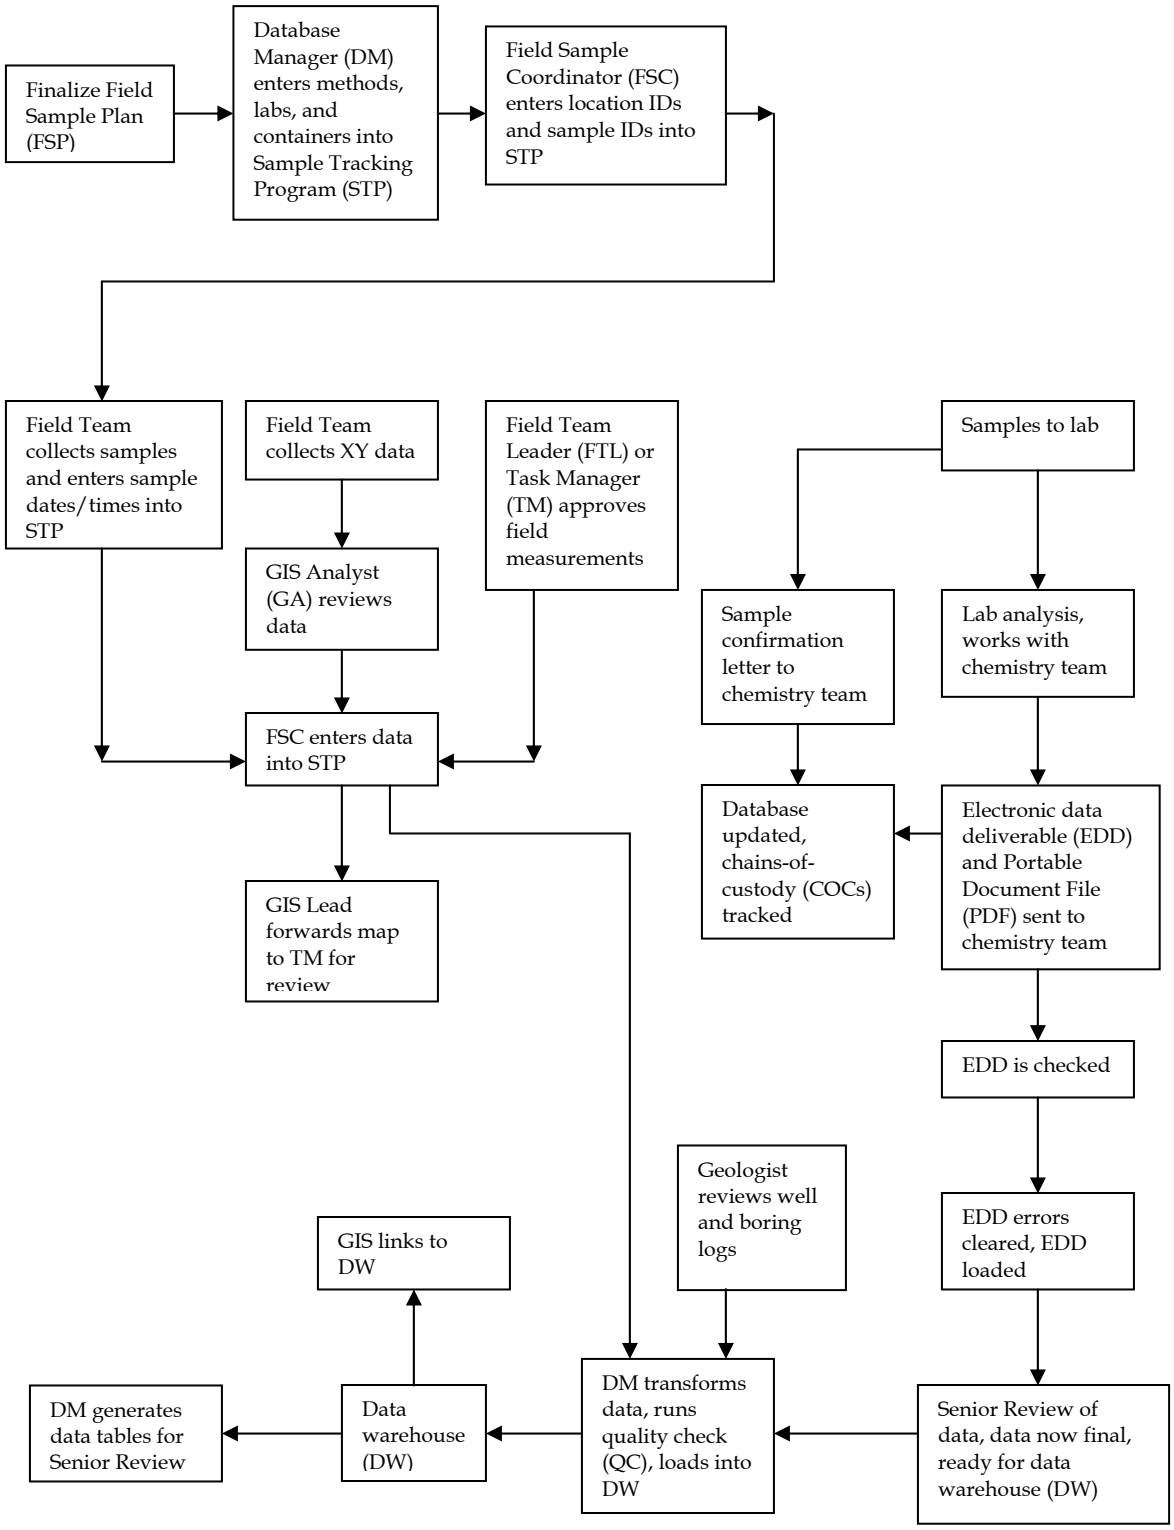
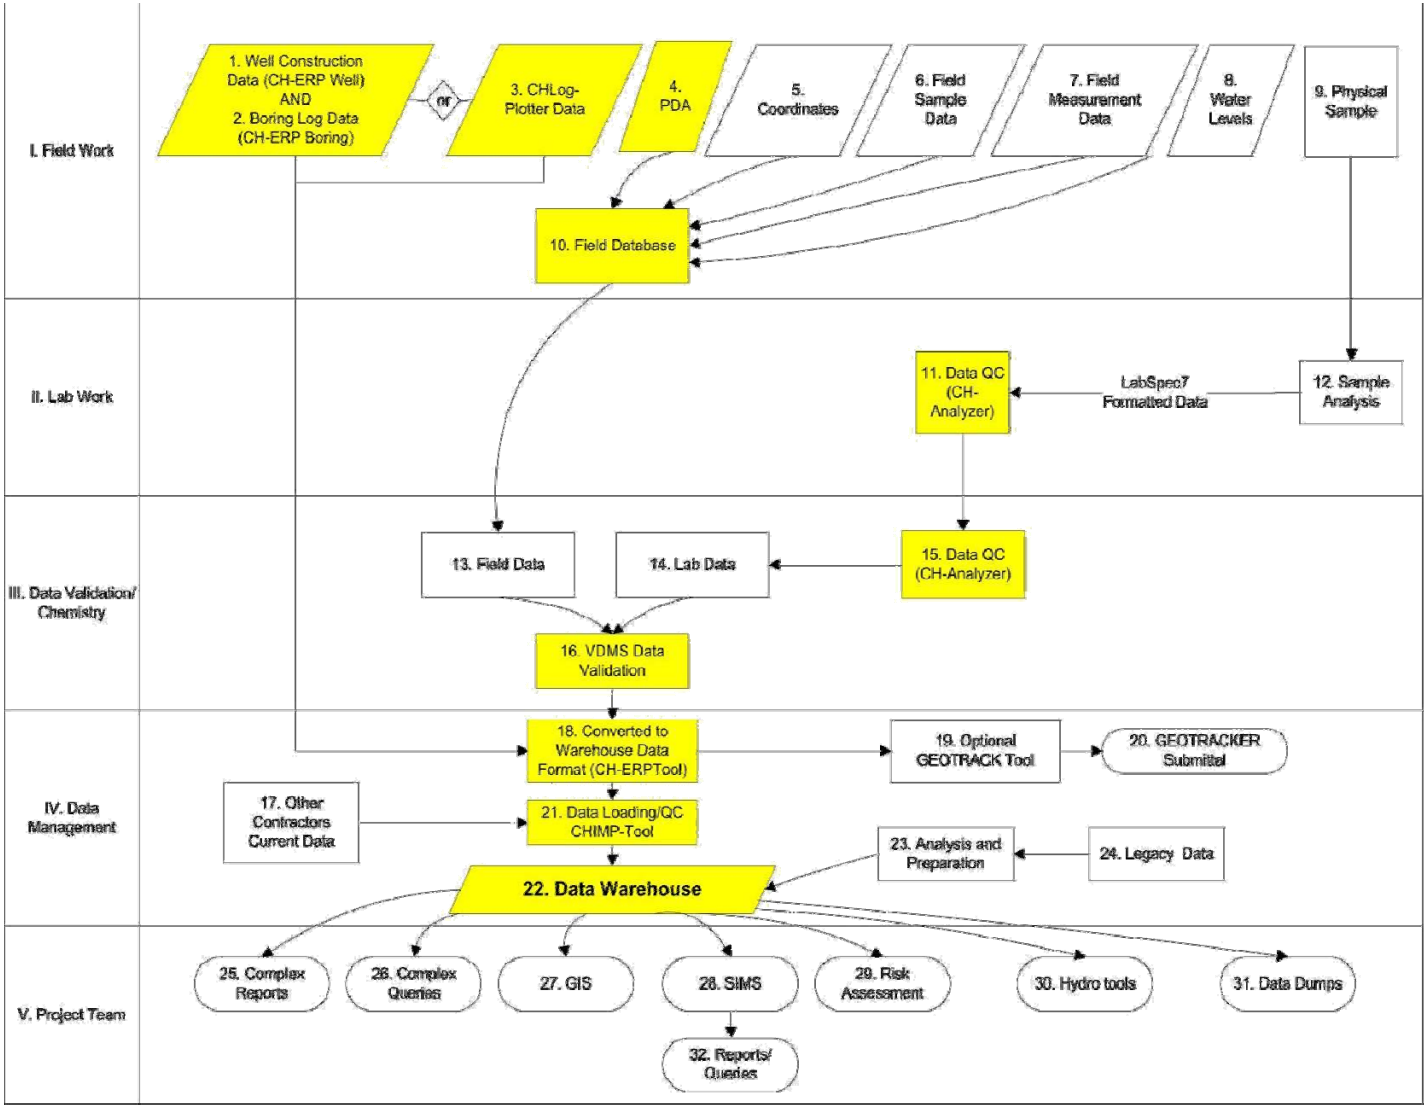

FIGURE J1
FIGURE J2
4.2 Sample Tracking Program (Figure J2, Box 10) 4-3
4.4.1 Data Management System (Figure J2, boxes 18, 21) 4-7
4.4.2 Data Warehouse (Figure J2, box 22) 4-7
Each step in the data management process must be adequately planned, executed, and documented. Figure J1 presents a simplified presentation of the workflow process specific to the Galena Program. Figure J2 presents, in more detail, the tools used in each step of the process.
4.2 Sample Tracking Program (Figure J2, Box 10)
- **CH-Analyzer** (Figure J2, boxes 11, 15). The objective of using CH-Analyzer is to ensure that the validation process is performed on consistently high-quality data and to minimize the chance of finding data errors later in the validation process (which would
- **VDMS** (Figure J2, box 16)
4.4.1 Data Management System (Figure J2, boxes 18, 21)
4.4.2 Data Warehouse (Figure J2, box 22)